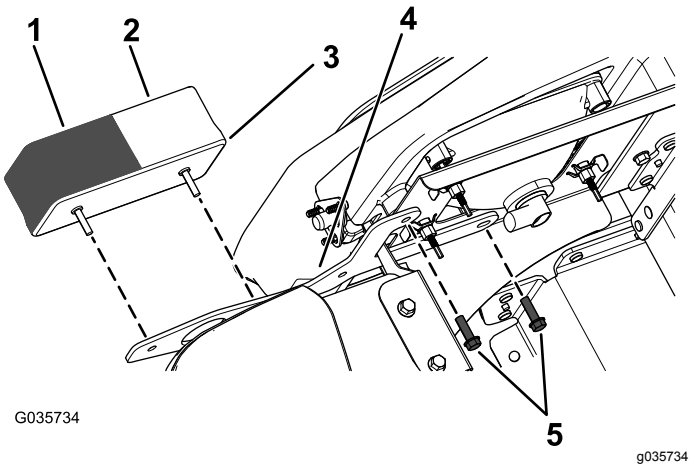

Figuur 2
3. Monteer het nieuwe voorste standlicht/de nieuwe voorste richtingaanwijzer aan de beugel met de 2 eerder verwijderde schroeven (Figuur 2).
Opmerking: Zorg dat de doorzichtige lens (standlicht) aan de binnenkant zit en de oranje lens (richtingaanwijzer) aan de buitenkant (Figuur 2).